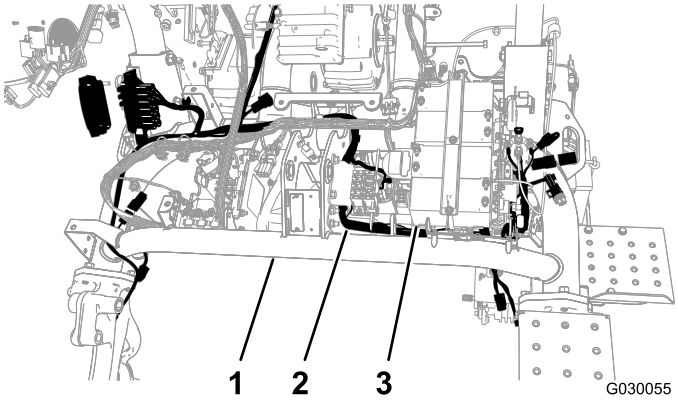

Figura 4
4. Encaminhe a cablagem por baixo do tubo principal da estrutura e em frente das baterias do cilindro (Figura 4).
5. Encaminhe a nova cablagem para trás por baixo do tubo principal entre o lado oposto da placa das baterias e o tubo da estrutura esquerda (Figura 4).